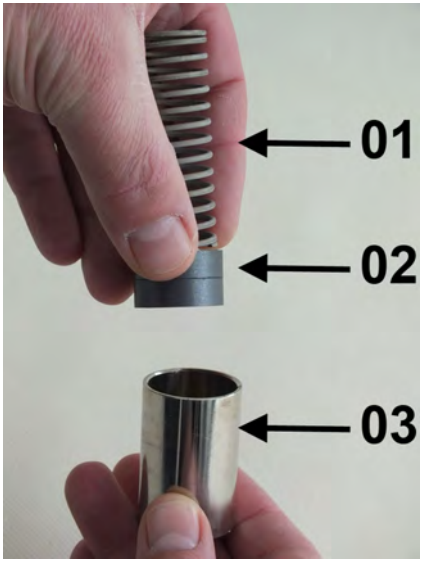

Abb. 44: Innenteile
4. Feder (Abb. 44/01) mit Magneten (Abb. 44/02) in den Schwebekörper (Abb. 44/03) einführen dabei die Magnetpolung beachten (Nordpol in Richtung Geräteausgang)